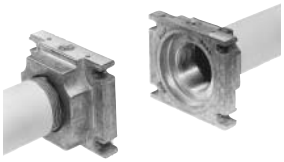

Рис. 7
3. Установить Мультиблок между резьбовыми фланцами (Рис. 7)